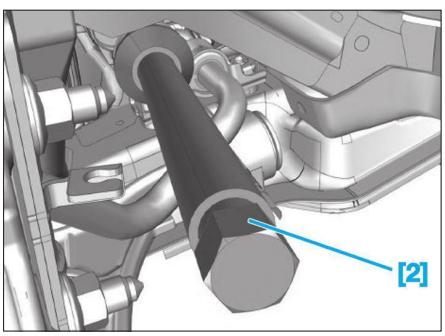
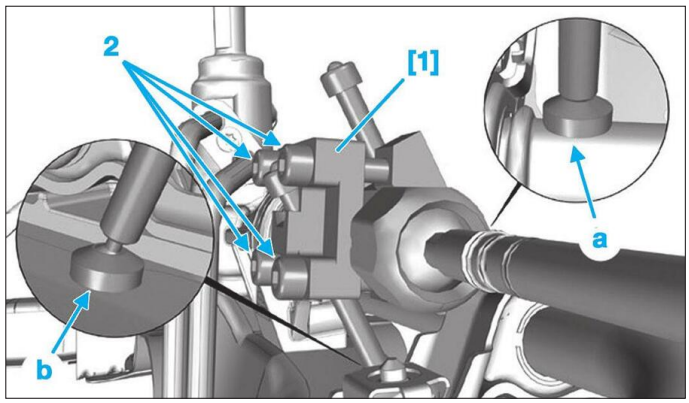

**Fig. 13**
**Fig. 12**
• Positionner l'outil [1] sur le mécanisme de direction **(Fig.12)**
• Serrer les 4 vis (2) de l'outil [1].
• Mettre en place la clé à rouleau [2] **(Fig.13)**.